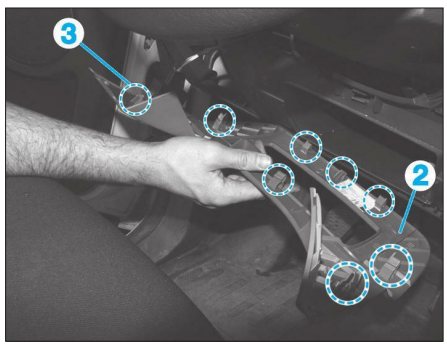

**Fig. 9**
• Dégrafer partiellement la garniture inférieure (2).
• Débrancher le connecteur de correction des projecteurs (3) **(Fig.9)**.